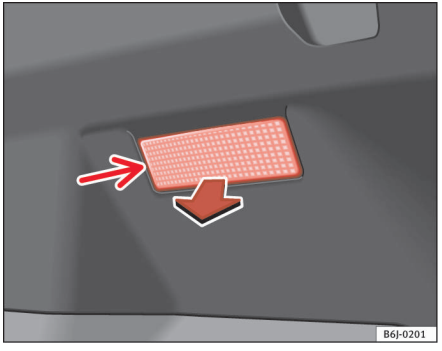

Fig. 157 Bagagerumslys
– Tag lampeglasset af ved at trykke på den nederste kant -pil- med en skruetrækker ⇒ fig. 157.